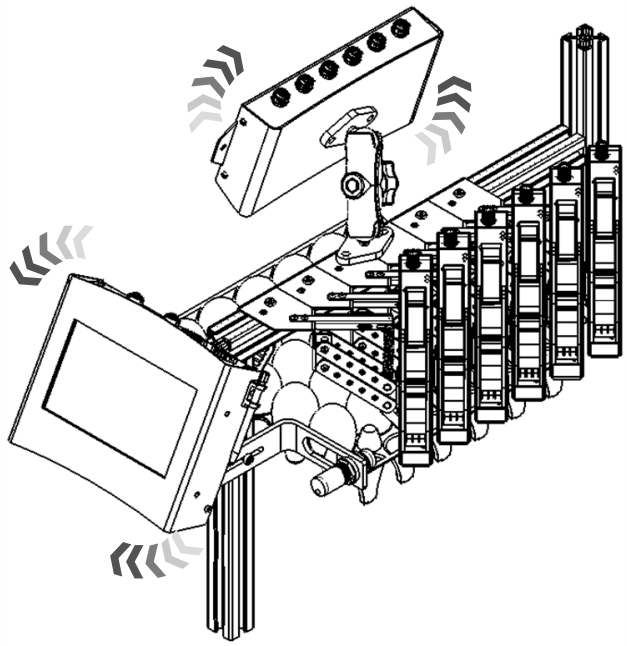

Figure 7
- Adjust the positioning of the controller and hub to the desired position for viewing and safe operation as shown in Figure 7.